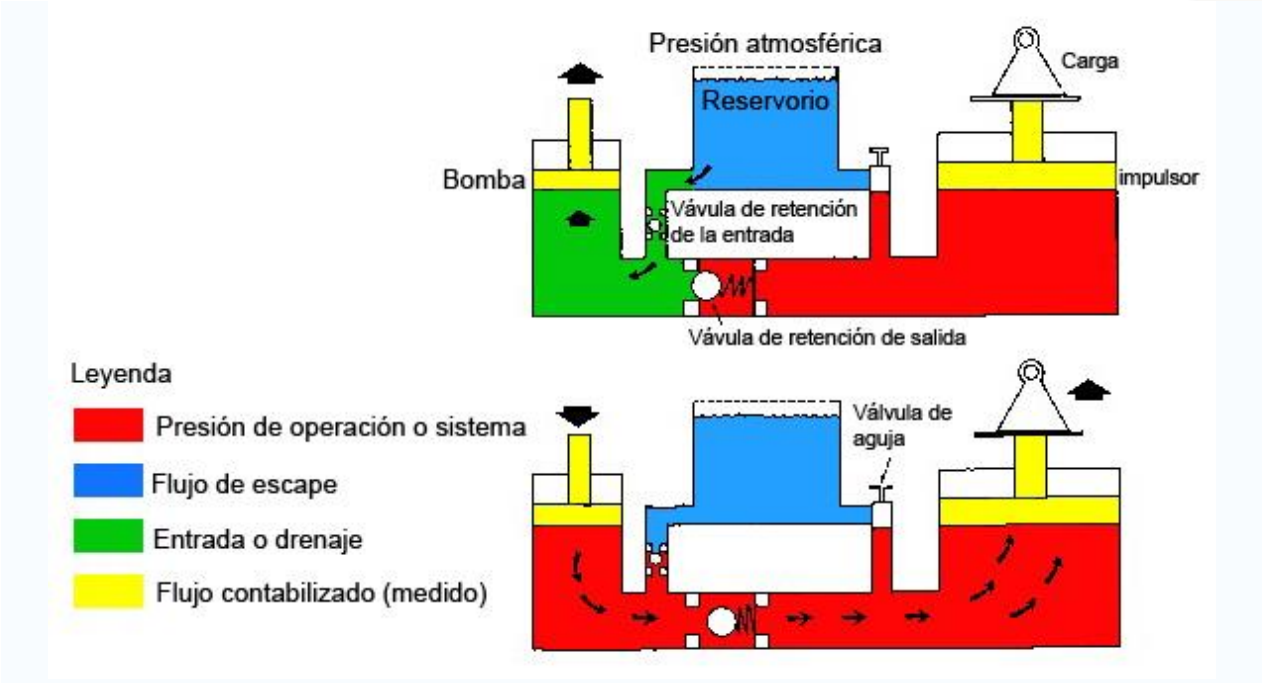

Figura 34
a. Gato hidráulico. En este sistema (Figura 34), un reservorio y un sistema de válvulas se han agregado a una palanca hidráulica Pascal para accionar un pequeño cilindro o